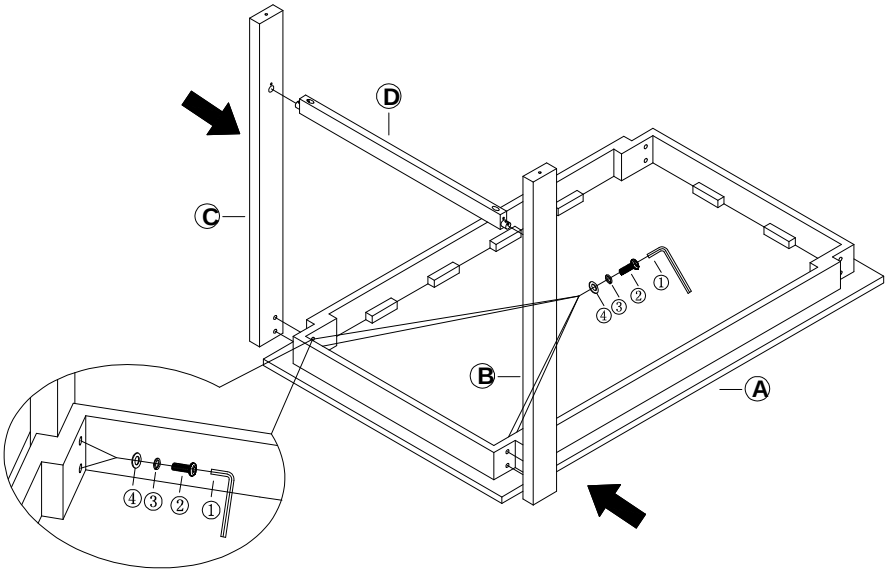

Figure 1
Repeat the steps figure 1 to assemble right leg (C) and insert one end of side stretcher (D) into right leg (C). Fasten bolts (2) with allen wrench (1).